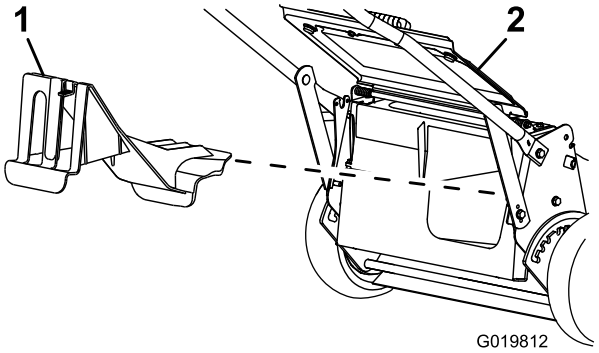

Rysunek 24
- Jeśli zaślepka wyrzutu do tyłu nie jest zamontowana, chwyć ją za uchwyt, podnieś tylny deflektor i włóż ją do tunelu wyrzutu w tył tak, aby zatrzask uległ zablokowaniu na miejscu; patrz Rysunek 24.
2. Zdemontuj zaślepkę wyrzutu do tyłu, pociągając kciukiem zatrzask w dół i wyciągając zaślepkę z maszyny (Rysunek 24).